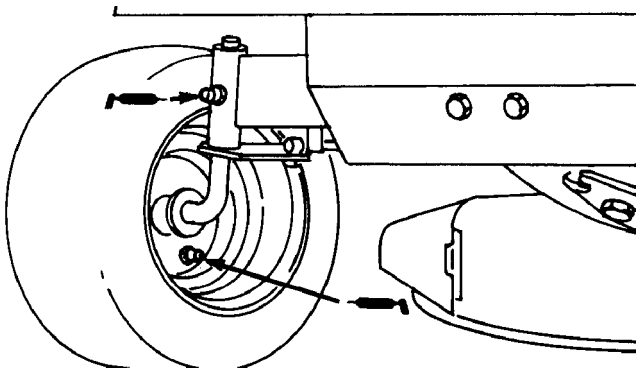

Figure 15
1. Graisser les roues avant et leurs pivots de fusée jusqu'à ce que la graisse commence à suinter hors des roulements (Fig. 15).